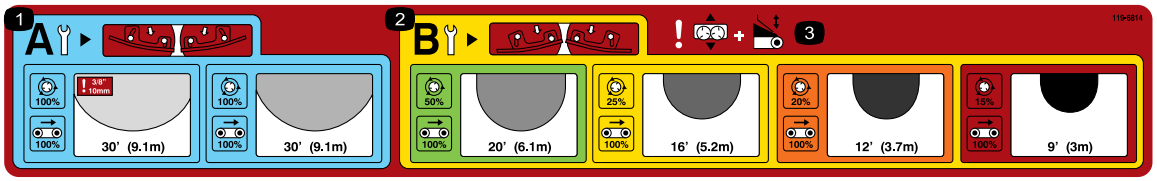
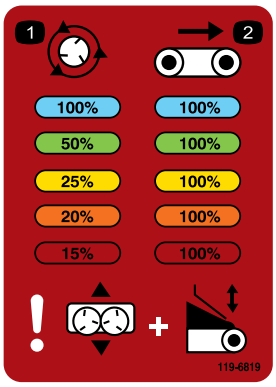
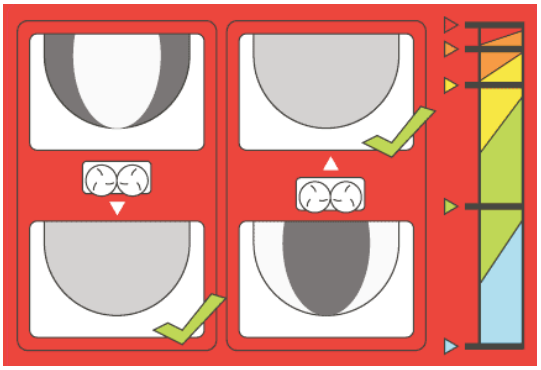
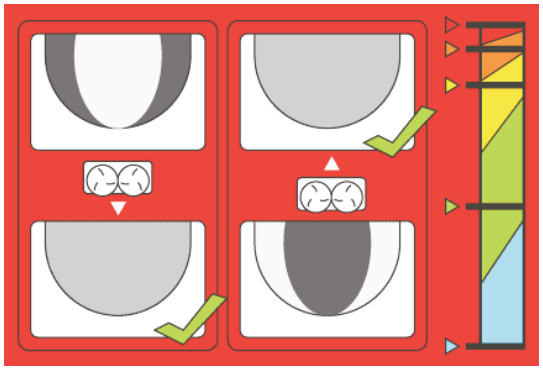

**Figur 28**
**Figur 37**
**Figur 39**
**Figur 41**
Vælg spredningen ved at læse mærkaten med de vigtigste funktioner på maskinens bagsmæk (Figur 28).
**Bemærk:** Farverne på den viste mærkat i Figur 34 svarer til farverne på mærkaten med de vigtigste funktioner (Figur 28).
**Bemærk:** Farverne på de viste mærkater i Figur 37 og Figur 34 svarer til farverne på mærkaten med de vigtigste funktioner (Figur 28).
**Trådløs styreenhed (model 44751):** Indstilles i henhold til procentdelen, der angives i det farvede område på mærkaten og på skemaet på bagsiden af den trådløse styreenhed (Figur 37).
**Bemærk:** Farverne på den viste mærkat i Figur 39 svarer til farverne på mærkaten med de vigtigste funktioner (Figur 28).
Til justering af dette findes der en illustration, der viser den korrekte placering af basis, på mærkaten med **basisjusteringsindstillinger** (Figur 41) .
**Bemærk:** Farverne på den viste mærkat i Figur 41 svarer til farverne på mærkaten med de vigtigste funktioner (Figur 28).